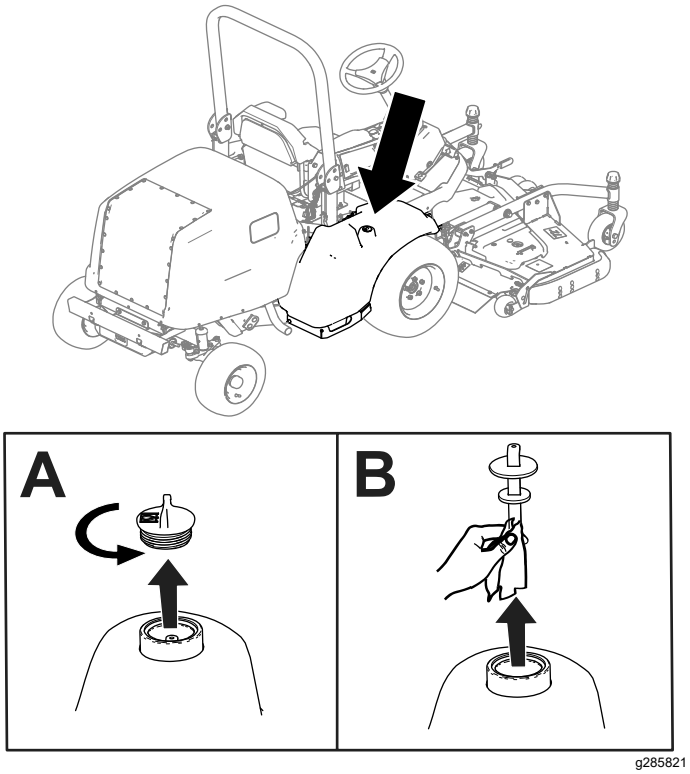

Figura 79
2. Retire el tapón del depósito hidráulico (Figura 79).
3. Retire la varilla del depósito hidráulico y límpiela con un trapo limpio (Figura 79).